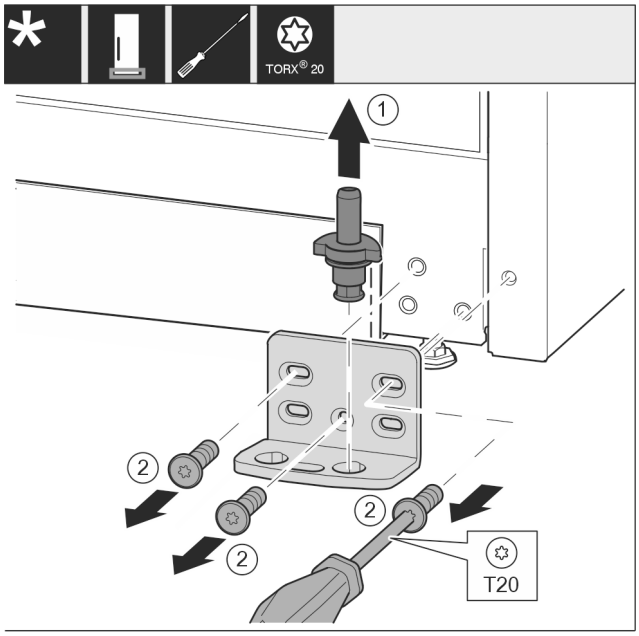

Fig. 17
- ▶ Pull the bearing bolt *Fig. 17 (1)* out upwards completely.
- ▶ Use screwdriver to unscrew the screws *Fig. 17 (2)* and remove the swap bearing block.